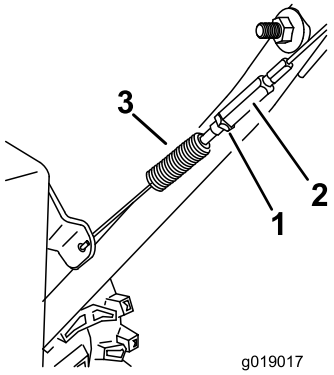

Figur 38
3. Løsn eller tilspænd spændemøtrikken for at justere fjederens længde til 7 cm (Figur 38).
4. Tilspænd kontramøtrikken (Figur 38), og sørg for, at kablet strammes en anelse.